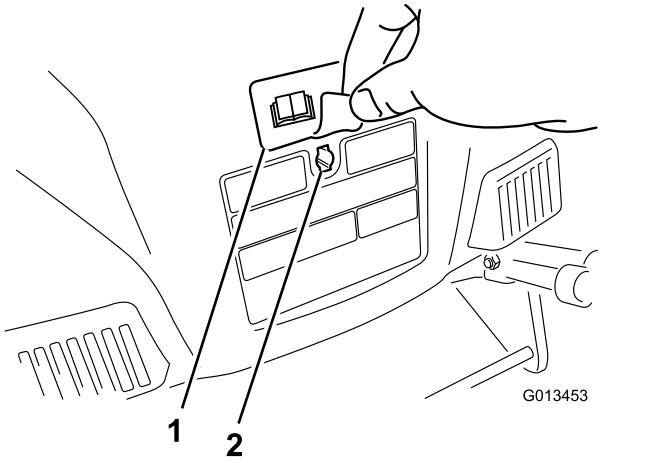

**Figure 5**
3. Retirez l'autocollant qui masque le trou de clavette au dos du carter (Figure 5).